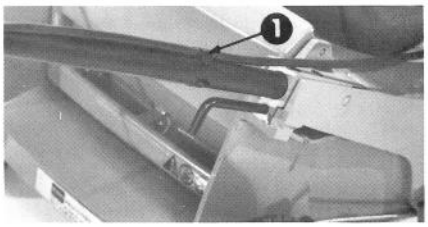

Figure 5
1. Posez les attache-câbles autour du câble de l'interrupteur-disjoncteur du moteur,sur les mancherons supérieur et inférieur (Fig. 5).